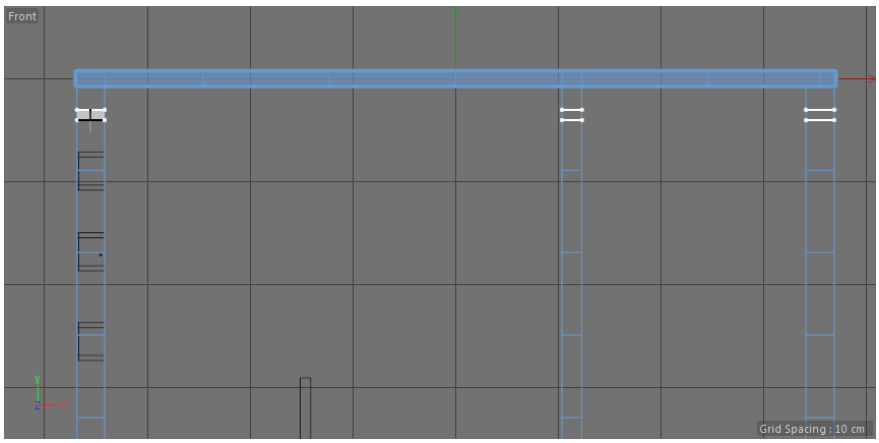
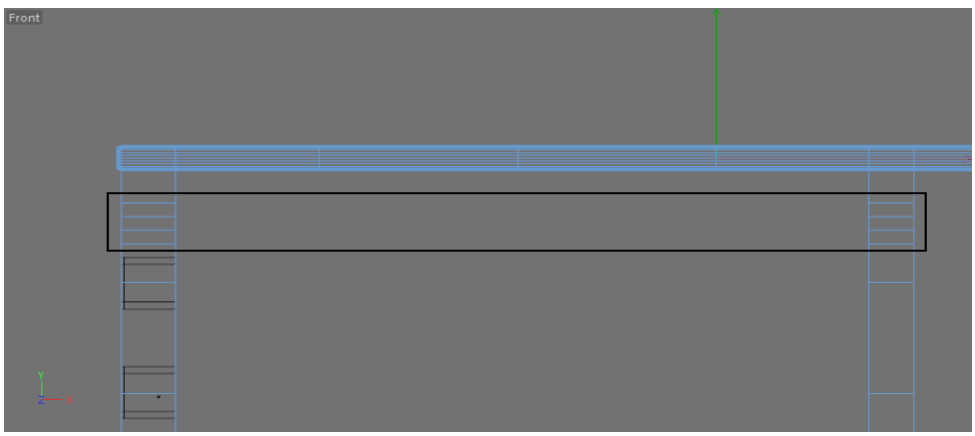

Figure 3-91 *Creating an edge using the* ***Plane Cut*** *tool*
Figure 3-92 *Four new edge loops added to the Computer table*
2. Right-click in the Front viewport; a shortcut menu is displayed. Choose **Plane Cut** from the shortcut menu; the **Plane Cut** tool settings are displayed in the Attribute Manager. In the Front viewport, drag the cursor to create a cut, refer to Figure 3-91.
3. Click and drag again to create second cut below the first cut that you created earlier, refer to Figure 3-91; two new edge loops are added to *Computer table*. Similarly, create two more cuts using the **Plane Cut** tool. Figure 3-92 displays four new edge loops added to the *Computer table*.